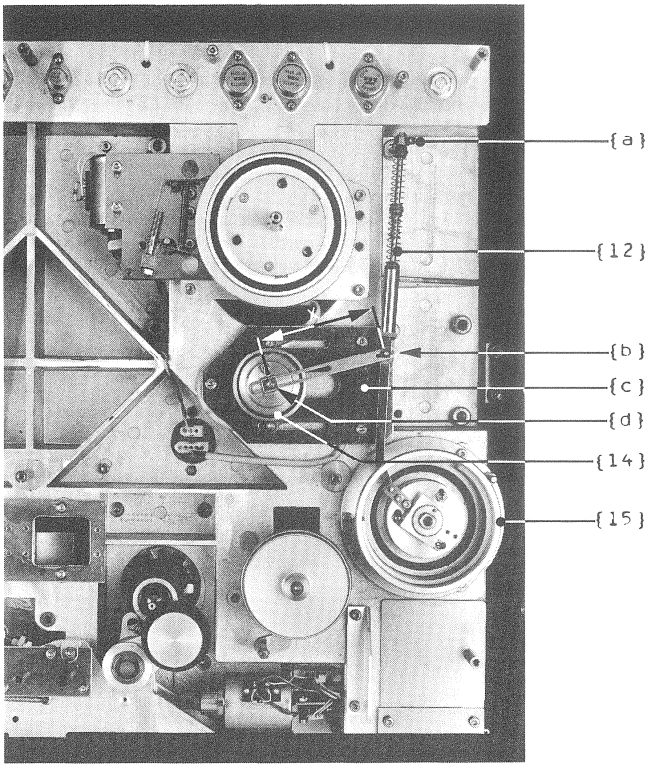

Fig.3.9
-> Fig.3.9
Einstellung -> Fig.3.9